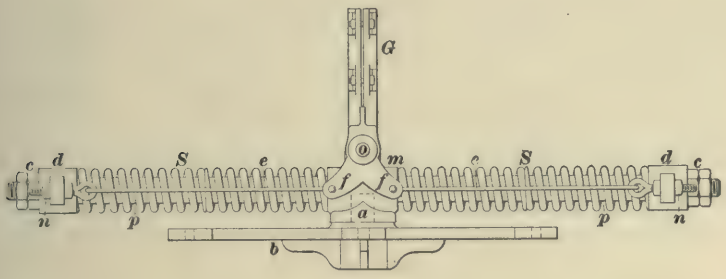

FIG. 11.
**12. The Nuttall Trolley Stand.**—Figs. 11 and 12 show one form of Nuttall stand very popular with the trade. *G* is the socket proper, and *f*, *f*, two wings forming part of the